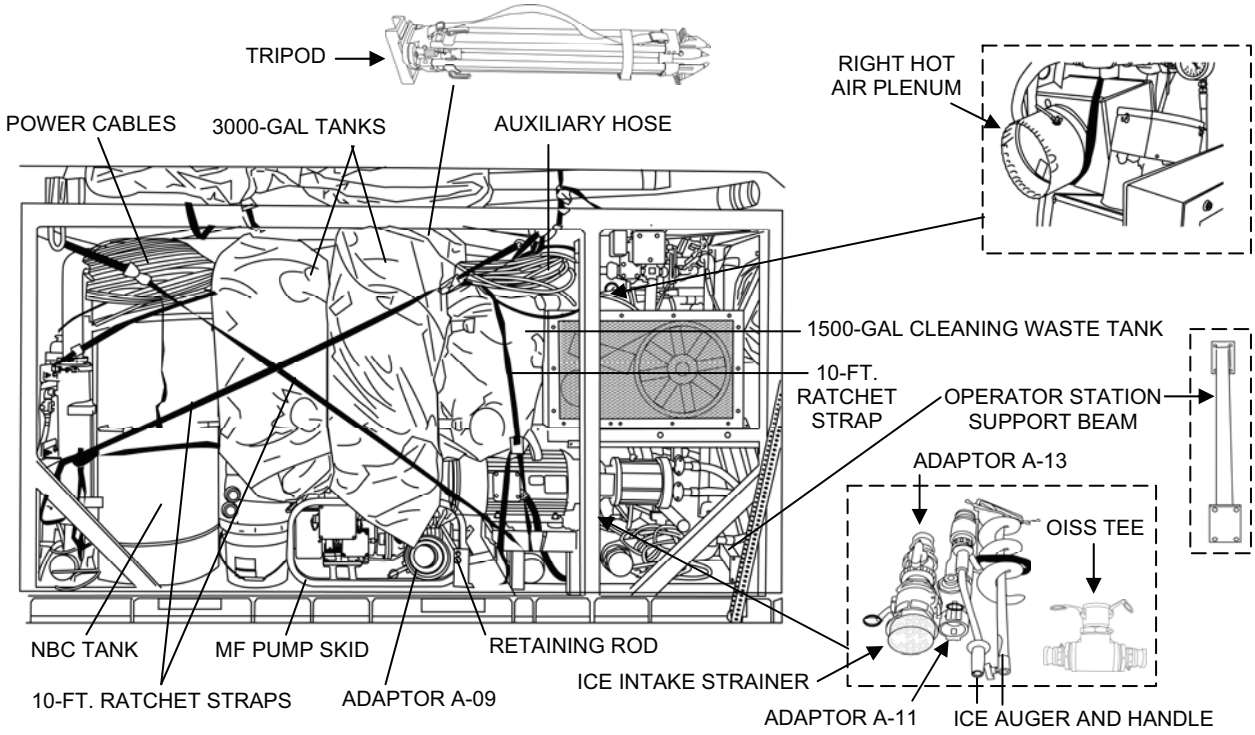

Figure 19. Equipment Area Packout 3.
13. Hang the right hot air plenum in the deployment straps (Figure 19).
14. Pack the following items in the order listed (Figure 19):